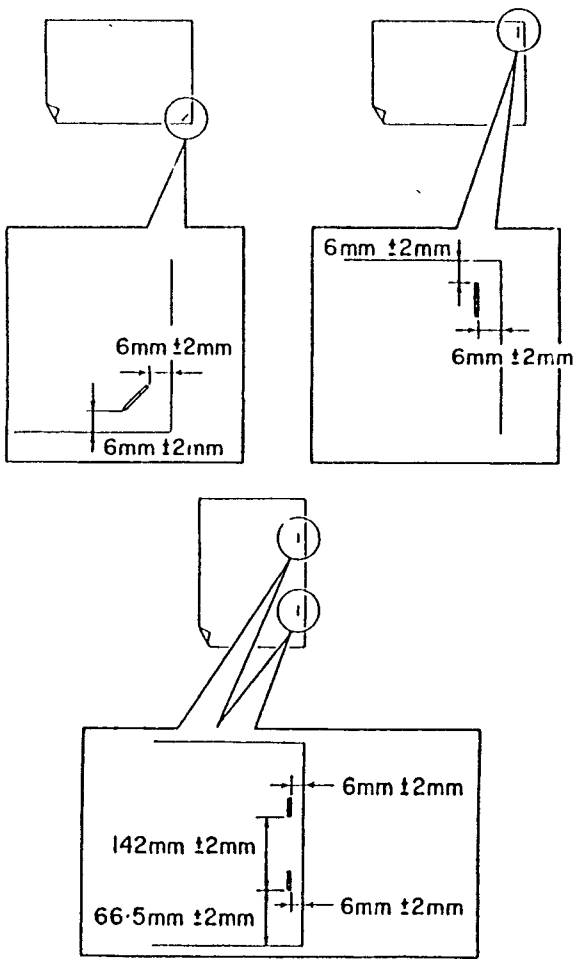

Рис. 2. Проверка положения скрепок
3. С помощью Рис. 2 проверьте положение скрепки.